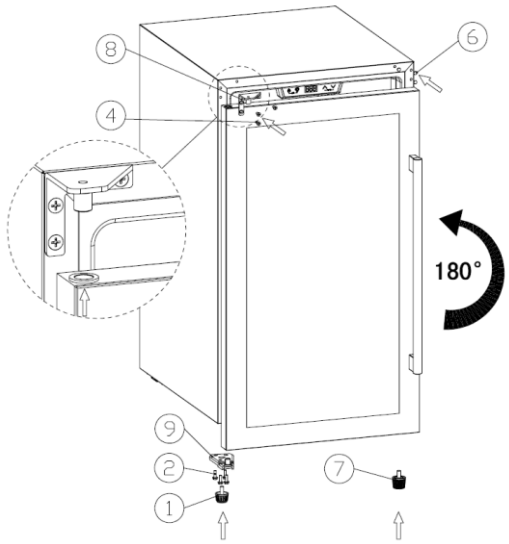

Figura 2
4. (Figura 2) Coloque la bisagra superior izquierda (8) —la bisagra adicional, embalada por separado— y apriete los tornillos (4).
5. (Figura 2) Gire la puerta 180° para que la manija quede a la derecha. Coloque la puerta de modo que el orificio de su esquina superior encaje en el tope de la bisagra superior izquierda (8); coloque la bisagra inferior izquierda de la puerta (9) y apriete los tornillos (2); coloque la pata corta del mueble (1) en la parte inferior izquierda y la pata más larga del mueble (7) en la derecha; por último, vuelva a colocar la tapa del orificio de la bisagra (6).